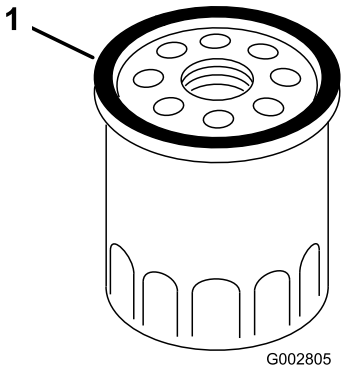

Figura 25
7. Con il dito, spalmate l'olio sulla guarnizione del nuovo filtro (Figura 25).